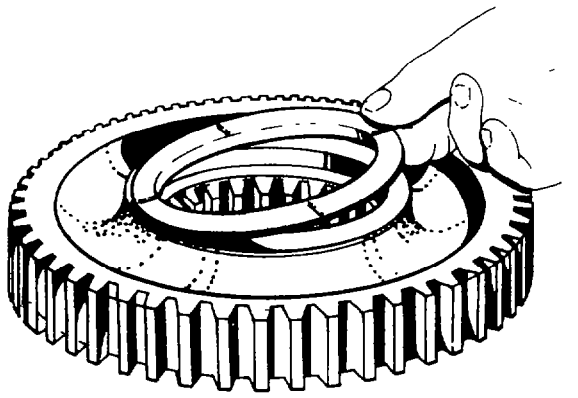

Fig. 197 — Positioning Thrust Washer on Second Gear
f. Apply a light coat of grease (XG274) to the thrust surface of second gear, then place the thrust washer over the thrust surface. Install the second gear with the thrust washer towards third gear. Engage second gear with the second gears on the countershafts (see figs. 197 and 198).